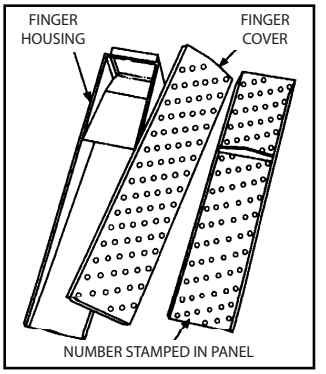

Figure 3
3. Assemble fingers as shown in **Figures 3 and 4**.